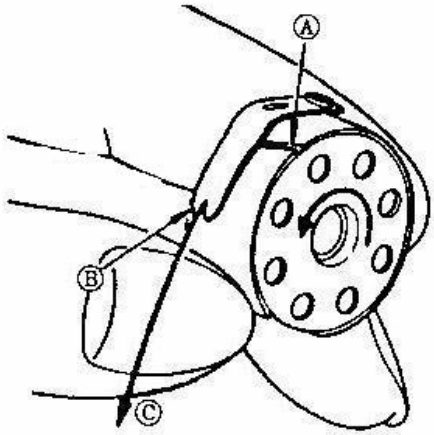

Рис. 11
5. КАК ВСТАВИТЬ ШПУЛЬКУ В ШПУЛЬНЫЙ КОЛПАЧОК (Рис. 11).